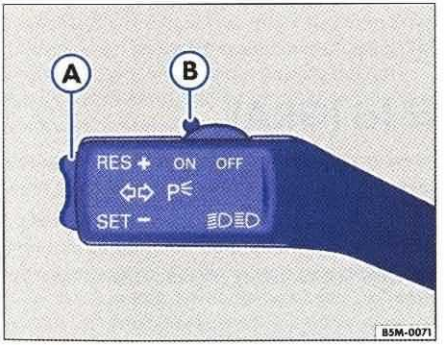

Rys. 117 Dźwignia kierunkowskazów i zmiany świateł: przełącznik Ⓐ i wyłącznik Ⓑ układu GRA
– Przesunąć wyłącznik ⇒ rys. 117 Ⓑ w lewo, w położenie **ON**. Przy włączeniu układu utrzymywania prędkości, w zestawie wskaźników zapala się lampka kontrolna.